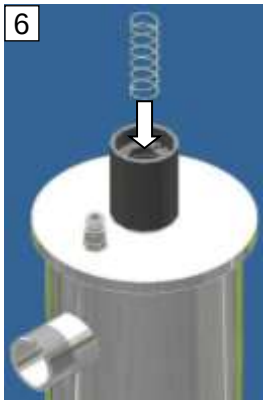
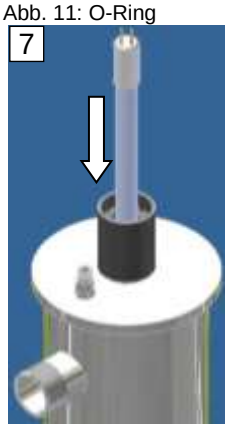

Abb. 13: Distanzfeder
Abb. 14: UVC-Strahler
- ➔ Die Distanzfeder (Abb. 13) und anschließend den UVC-Strahler (Abb. 14) vorsichtig in das Quarzrohr einführen.